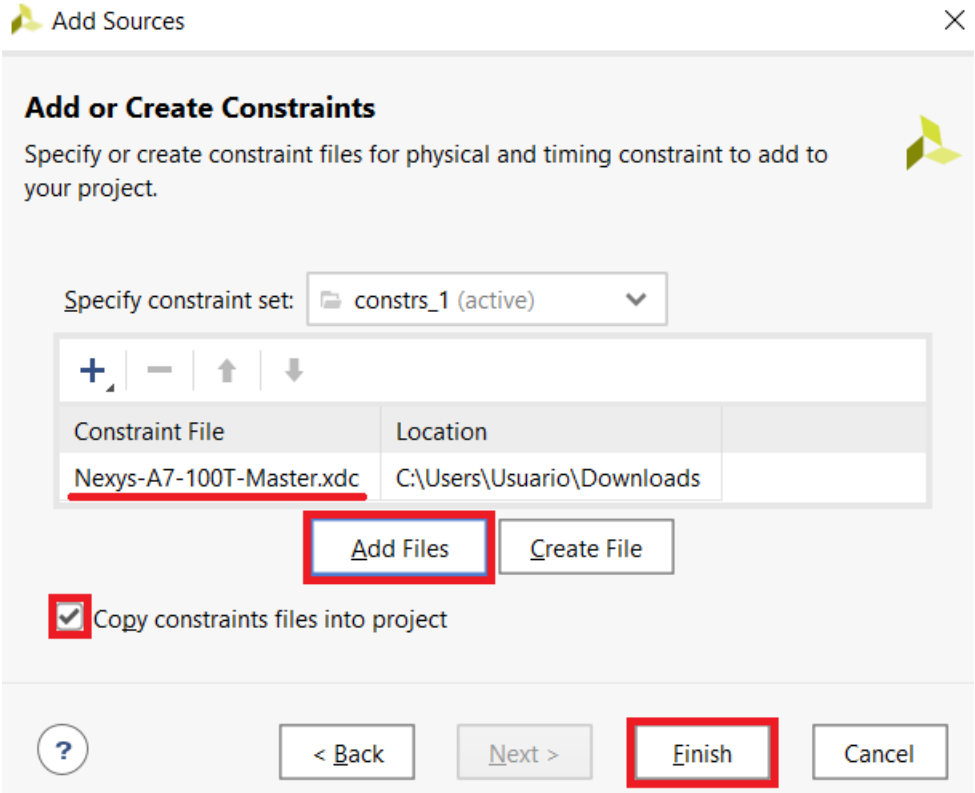

Figura 6. Captura de pantalla de *Add or create constraints* con la plantilla maestra subrayada resaltada en rojo
4. Tras añadir la plantilla maestra, seleccionar *Finish* (Figura 6).